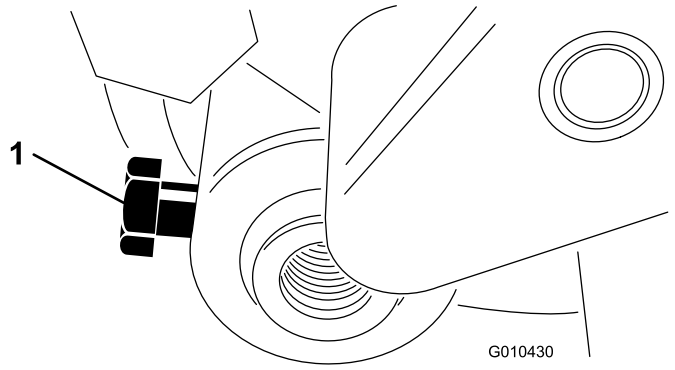

**Figura 16**
9. Inserte el eje del rodillo en el brazo de ajuste izquierdo y sujételo provisionalmente con un perno (M6–1 x 12 mm), según se muestra en Figura 16.
4. Centre el rodillo entre los brazos de ajuste y apriete los pernos de montaje (ver Figura 16).